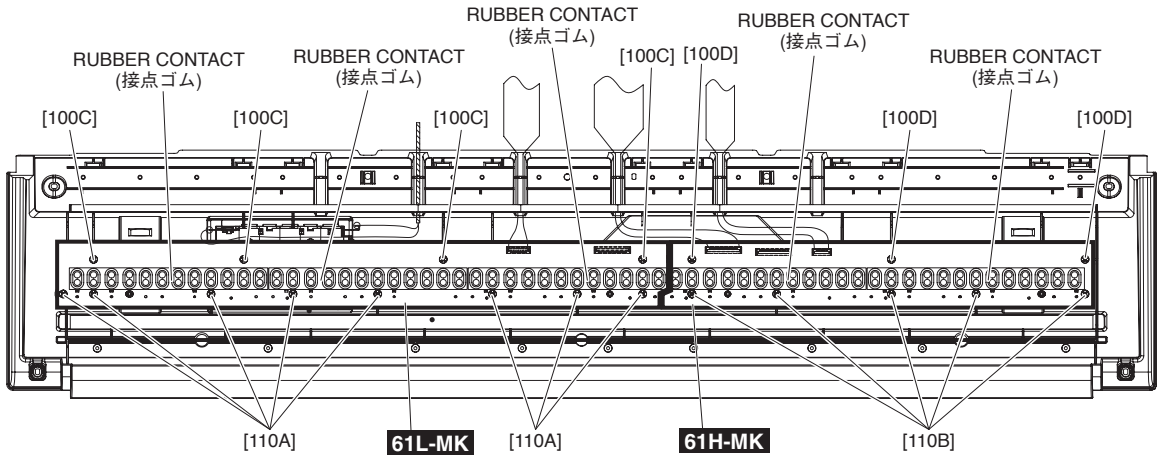

Fig. 12（図12）
14-4-2 Remove the rubber contacts. (Photo 2, Fig. 12)
14-4-1 外そうとする接点ゴムに対応した白鍵・黒鍵を外します。(図 12、14-3 項参照)
14-4-2 それぞれの接点ゴムを外します。(写真 2、図 12)
14-5-2 Remove the four (4) screws marked [100C] and eight (8) screws marked [110A]. The circuit board 61L-MK can then be removed. (Fig. 12)
14-6-2 Remove the three (3) screws marked [100D] and five (5) screws marked [110B]. The circuit board 61H-MK can then be removed. (Fig. 12)
14-5-2 [100C] のネジ 4 本と [110A] のネジ 8 本を外して、シート 61L を外します。（図 12）
14-6-2 [100D] のネジ 3 本と [110B] のネジ 5 本を外して、シート 61H を外します。（図 12）